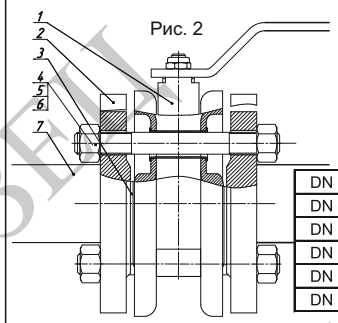

Рис. 2
4. При монтаже на горизонтальном, вертикальном трубопроводах кран (1) (Рис. 2) должен быть полностью открыт.
6. Зафиксировать фланцы (2) на трубопроводе (7) при помощи специализированных монтажных струбцин, сохраняя параллельность ответных фланцев и соосность основного трубопровода.
7. Прихватить фланцы (2) сваркой к трубопроводу(7) в четырех точках, демонтировать кран, произвести приварку по ГОСТ 16037.
9. Соблюдая ГОСТ 12.2.063 п. 9.6 произвести монтаж крана (1), только после охлаждения фланцев (2) до температуры не более 50°С, используя прокладочный материал (3) произвести затяжку шпилек (4,5,6).